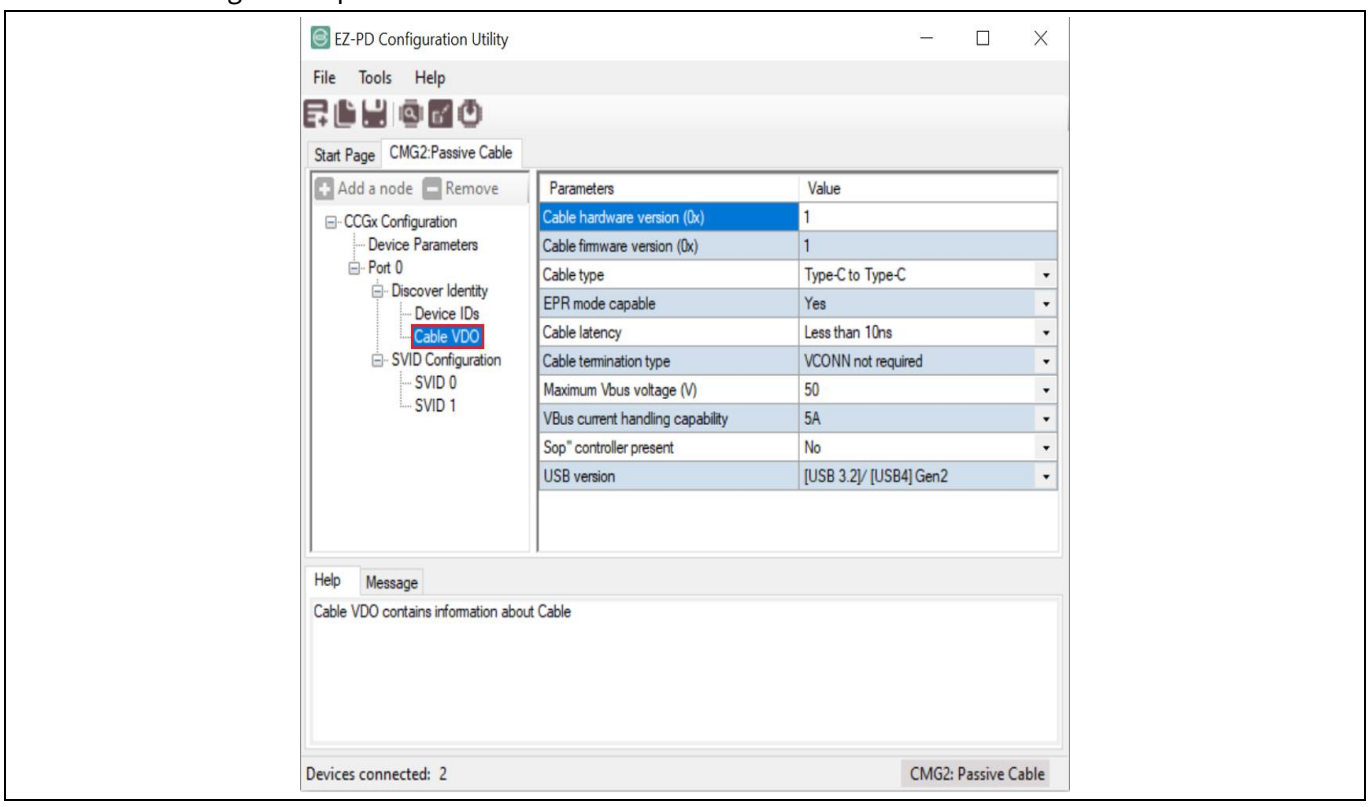

**Figure 25 Setting Cable VDO of CMG2 Passive Cable Project**
6. Click **Cable VDO** under **Port 0** > **Discover Identity** in the left-hand panel. The EZ-PD Configuration Utility window will look like the one shown in Figure 25. Configure vendor-defined object (VDO) related parameters specific to the cable in the right-hand panel. Parameters like cable hardware and firmware versions, cable type (Type-C to Type-A/Type-B/Type-C), connector type (plug or receptacle), cable termination, and so on can be set using the drop-down menu.